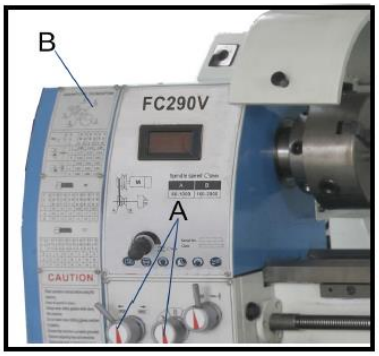

Рис. 22
1. Используйте ручку переключателя (A, Рис. 22) для выбора направления и скорости подачи.
2. Используйте таблицу (B, Рис. 22) на токарном станке для выбора скорости подачи или шага резьбы. Переключите скорость, если не достигается необходимая скорость подачи или шаг резьбы.